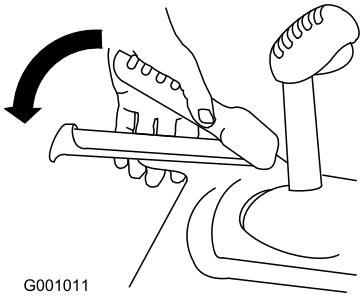

Rysunek 20
3. Przyciśnij lewą ręką dźwignię (trakcji) do uchwytu (Rysunek 20).
6. Przyciśnij lewą ręką dźwignię (trakcji) do uchwytu (Rysunek 20).